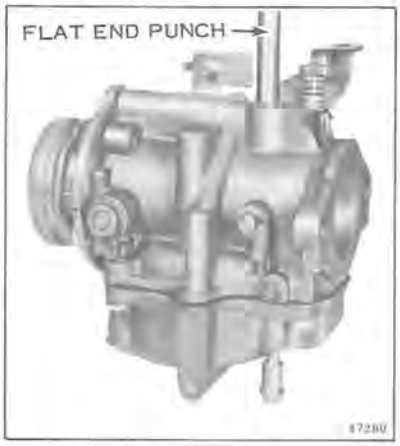

Figure 6-8
a. If leakage is slight, a smart tap with a hammer and flat end punch in the center of the core plug will normally correct this condition. See Figure 6-8.